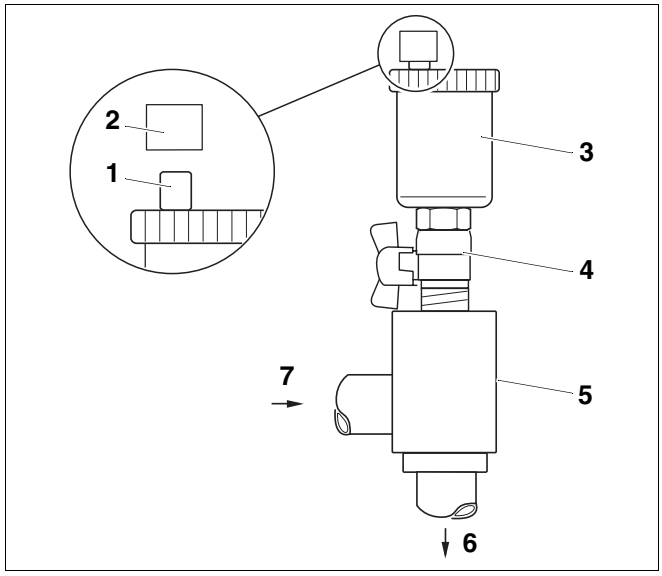

Afb. 52 Afbeelding luchtbeker met ontluchter voor vertrekaansluiting (toebehoren)
Wanneer u de zonne-installatie op het hoogste punt van de installatie wil ontluchten met een automatische ontluchter (afb. 52, toebehoren), dan moet u de leidingen met een stijging naar de ontluchter plaatsen.
De zonne-installatie wordt via de geopende afsluitschroef (afb. 52, **pos. 1**) ontlucht. Opdat er langs de geopende afsluitschroef geen vocht in de zonne-installatie zou binnendringen, moet het beschermkapje (weersomstandigheden) (afb. 52, **pos. 2**) steeds op de afsluitschroef geplaatst worden.